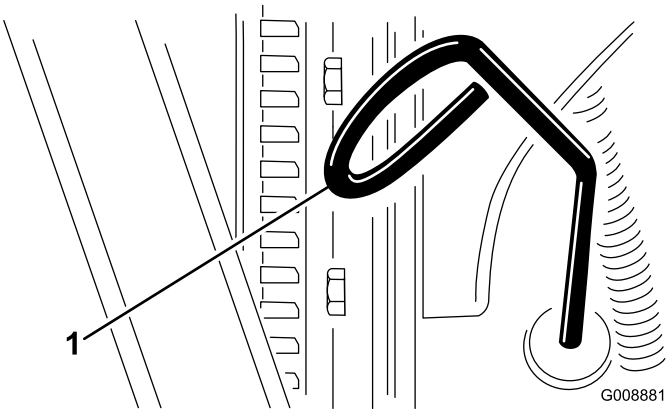

Figur 26
3. Ta ut peilestaven, tørk den ren og sett den tilbake på plass (Figur 26).